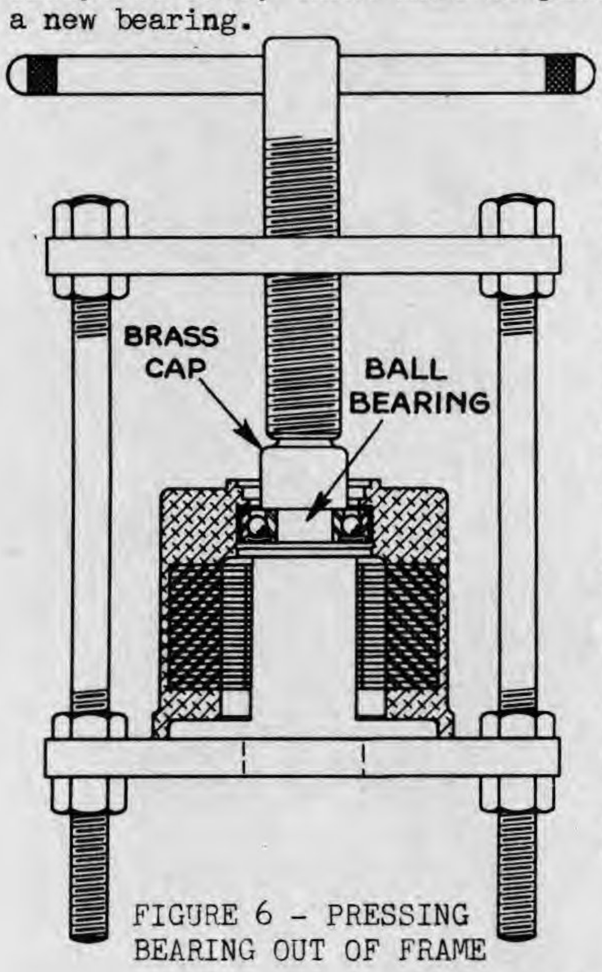

FIGURE 6 - PRESSING BEARING OUT OF FRAME
4. Put the magneto housing in the screw press as shown in Figure 6 and place the brass cap over the center of the bearing. Then turn the drive screw down and center the assembly so that pressure is applied evenly to the inner race of the bearing. The bearing is easily pushed out of the housing with this arrangement.